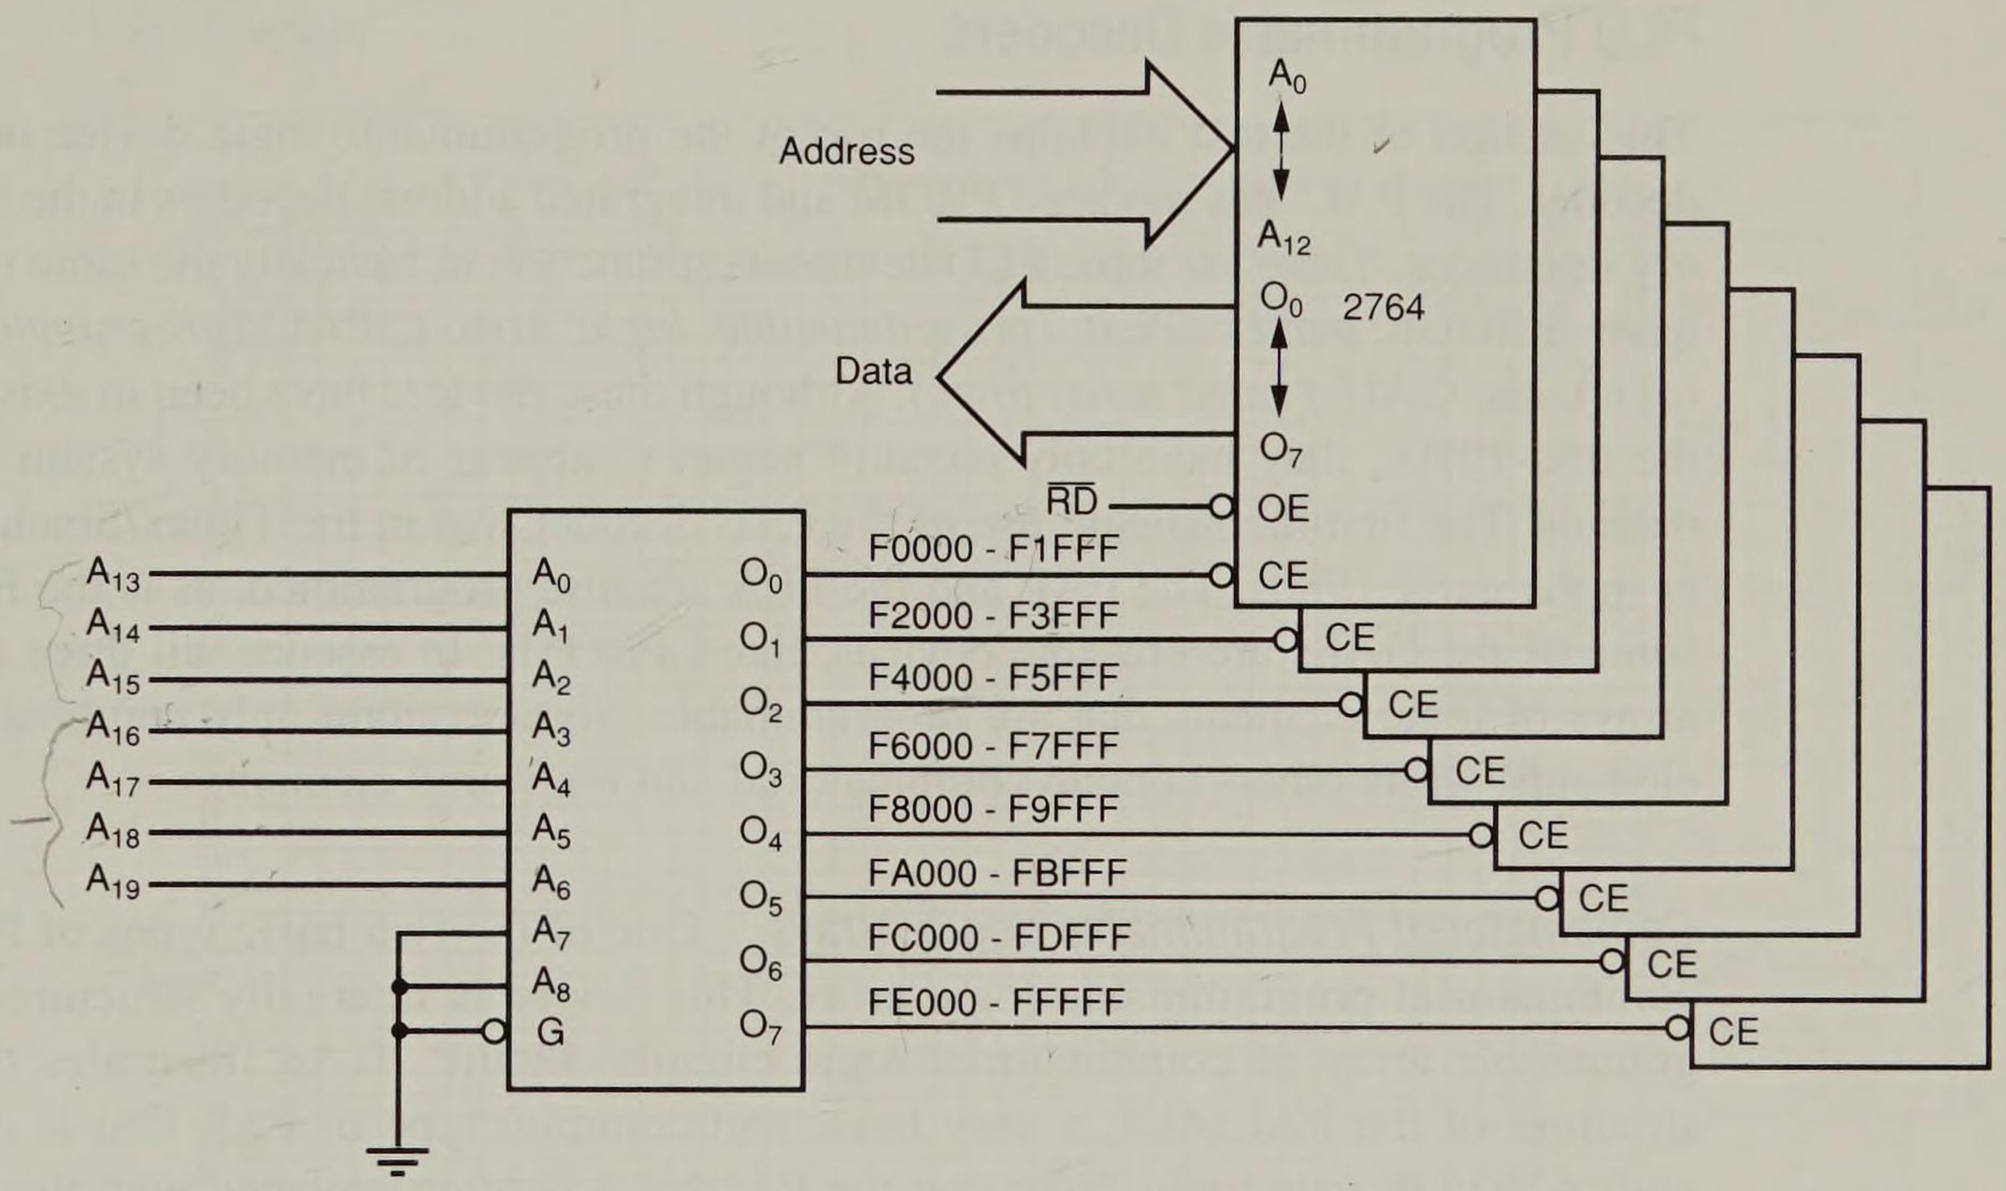

**FIGURE 10–15** A memory system using the TPB28L42, 512 × 8 PROM as an address.
**TABLE 10–1** The 82S147 PROM programming pattern for the circuit in Figure 10–15